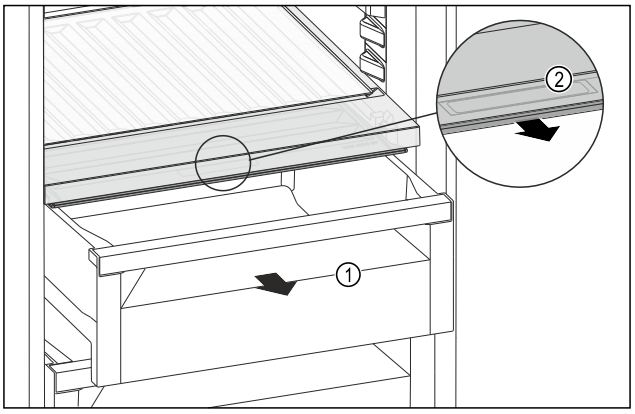

Fig. 183
- ▶ Pull out the drawer *Fig. 183 (1)*.
- ▶ Grasp the recessed grip *Fig. 183 (2)* on the compartment lid and pull the compartment lid forwards at the same time.